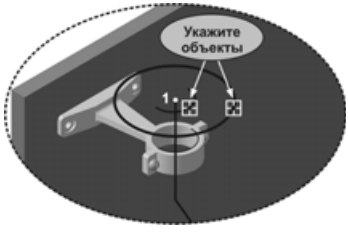

Рис. 8.72
- Нажмите кнопку **Равенство радиусов** на инструментальной панели **Параметризация** и укажите дугу и окружность (рис. 8.72). Система изменит радиус окружности, сделав его равным радиусу дуги. Закройте эскиз.